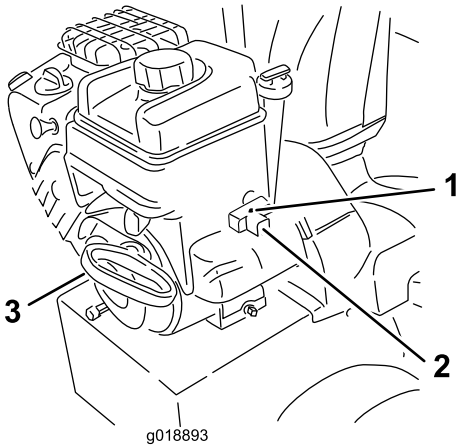

Figur 25
7. Starta maskinen genom att dra i startsnöret eller trycka på knappen till den elektriska startmotorn (Figur 25).